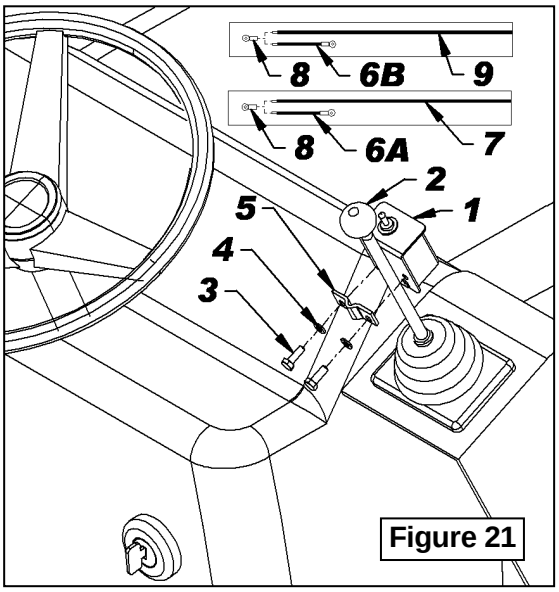

Figure 21
(Figures 21 to 23)
1. **Figure 21:** Place the switchbox (item 1) on the lever in a position that will be comfortable when the hand is on the knob and attach with the box clamp (item 5), two 1/4" NC x 1" hex bolts and two 1/4" lockwashers (items 3-4).
3. **Figure 21:** Strip 1/4" from the end of the wires (items 7-9) as well as from the two yellow wires (items 6).
4. **Figure 21:** Twist the red wire end (item 7) with a yellow wire (item 6A) and the black wire end (item 9) with the other yellow wire (item 6B).
5. **Figure 21:** Install the two identical round terminals (item 8) on the twisted ends.